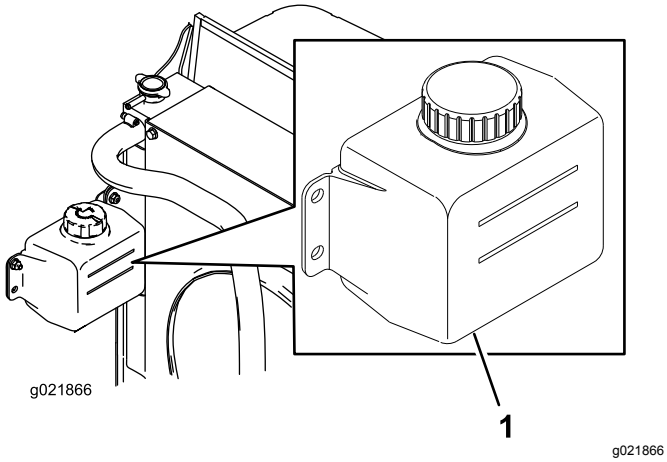

Figur 94
1. Kontrollera kylvätskenivån i expansionstanken (Figur 94).